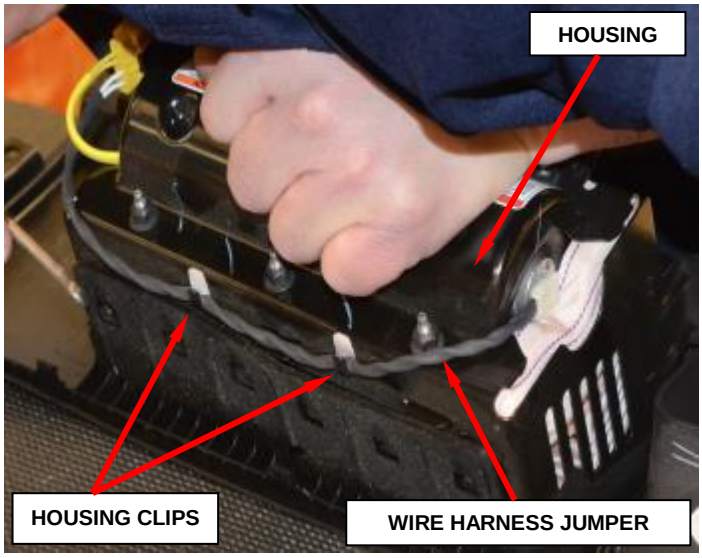

Figure 41 – Wire Harness Clips
b. Disengage the wire harness jumper from the housing clips in two places (Figure 41).
p. Clip the wire harness jumper three way connector on the housing in two places (Figure 41).